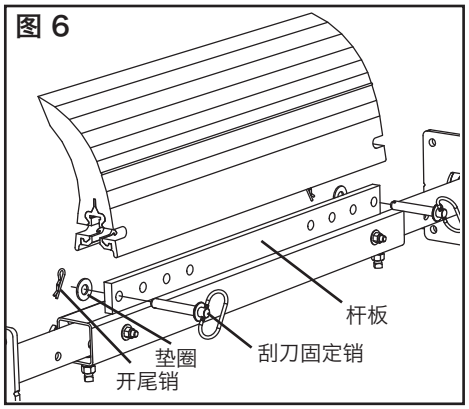

图 6
6. **安装刮刀。**将刮刀放到中部固定杆板上。调整延长杆使孔与中部固定杆上的孔对齐并使用两个刮刀固定销和开尾销将刮刀锁定到位（图 6）。